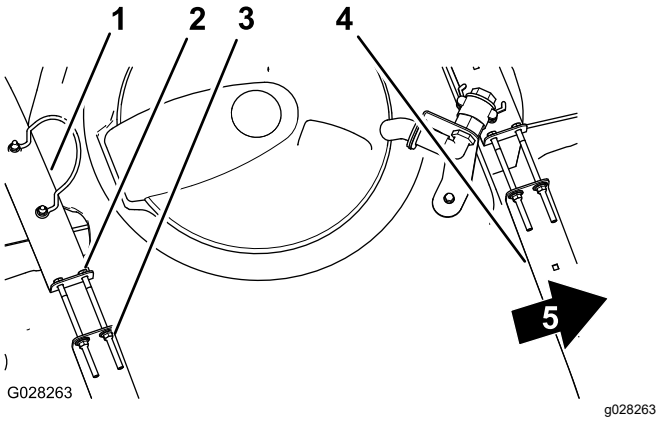

Figura 21
2. Compruebe si hay holgura entre los flejes y el depósito (Figura 21).
3. Si los flejes tienen holgura, apriete las contratuercas con arandela prensada y los pernos del extremo superior de los flejes hasta que los flejes queden apretados contra la superficie del depósito (Figura 21).